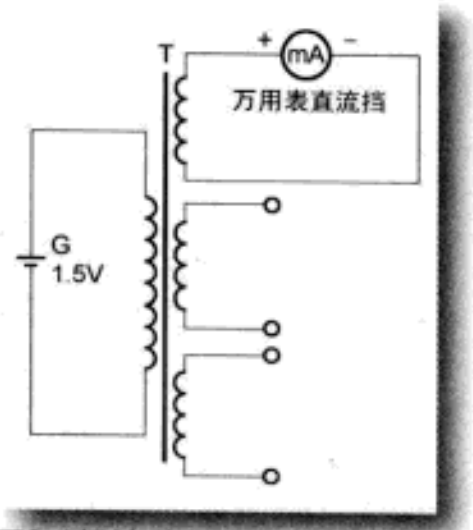

图9 判别各绕组同名端的接线图
(6) 判别各绕组的同名端：对于需要分清楚同名端，而标志不清或根本无标志的变压器，可按图9所示接线图进行判别。具体方法：在变压器任意一组绕组上连接一个1.5V的干电池，将万用表拨至直流挡，红、黑两表笔分别接其余各绕组线圈的抽头。在接通干电池的瞬间，万用表的指针会很快摆动一下，如果指针向正方向偏转，则接电池正极的线头与万用表红表笔相接的线头为同名端；如果指针反向偏转，则接电池正极的线头与接黑色表笔的线头为同名端。